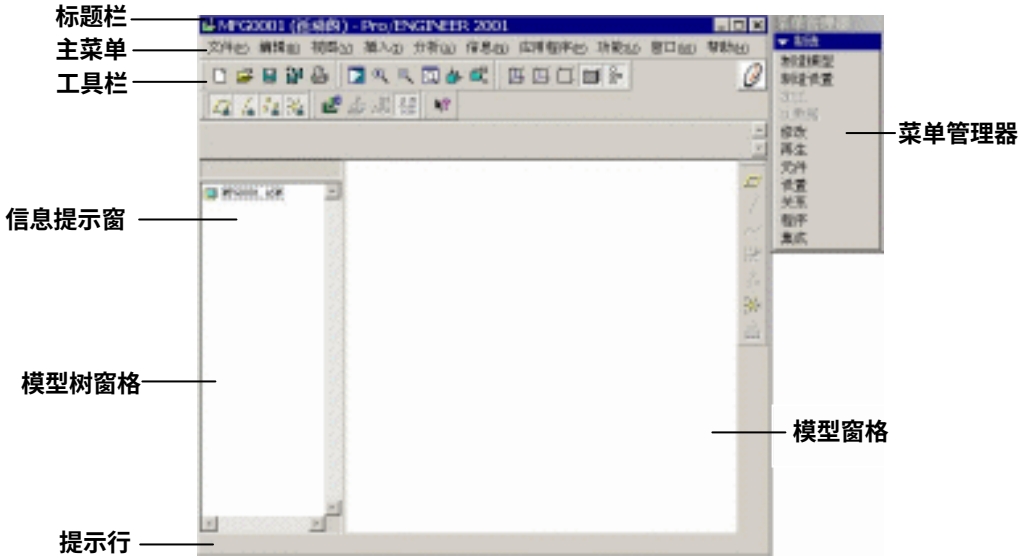

图1.1 Pro/ENGINEER 2001的主界面
启动后，进入 Pro/ENGINEER 2001 的主窗口，如图 1.1 所示。
- 工具栏：从图 1.1 中可以看出，工具栏位于主菜单的下面。它是常用菜单命令的快捷方式，这样可以省去用户查找菜单的麻烦。如果将鼠标指针放置在工具按钮上停留一会儿，则显示关于该按钮的提示，这样就可以很快知道它们的作用了。当然，工具栏中的内容是可以变化的，用户可以根据自身的需要进行定义。基本的工具栏可分为 6 部分：
在【类型】选项组选择【制造】单选按钮，在【子类型】选项组中选择【NC 组件】单选按钮，在【名字】文本框中输入欲加工的文件名称，单击【确定】按钮。系统进入加工制造模式，同时弹出【菜单管理器】下的【制造】菜单，如图 1.1 所示。